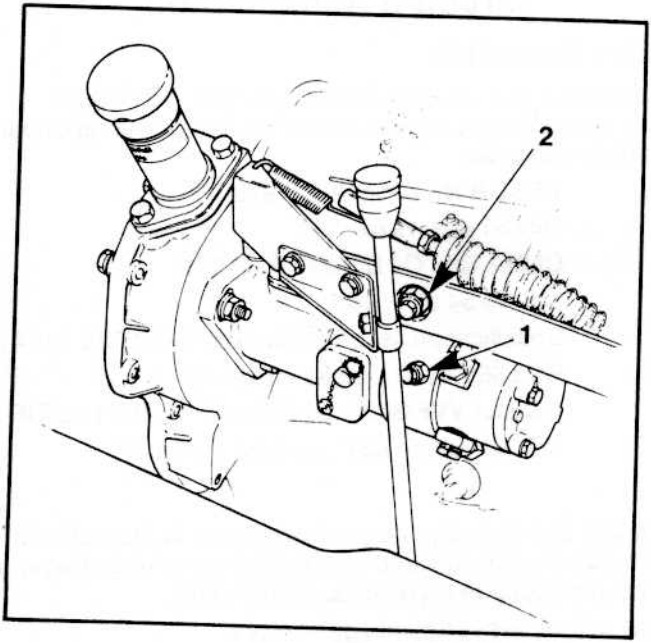
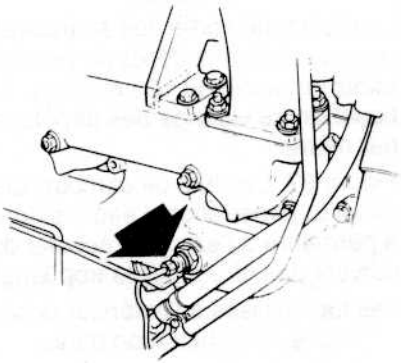

fig 63
fig 64
2. Actionner le levier d'amorçage (2) de la pompe d'alimentation jusqu'à ce que le combustible sorte du raccord sans bulles d'air. Resserrer le raccord.
3. Figure 63. Desserrer le bouchon de purge inférieur (1) sur la pompe d'injection, et actionner la pompe d'alimentation jusqu'à ce que le combustible qui sort du bouchon soit exempt de bulles d'air. Resserrer le bouchon.
4. Desserrer le bouchon de purge supérieur (2) sur la pompe d'injection, et actionner la pompe d'alimentation jusqu'à ce que le combustible qui sort du bouchon soit exempt de bulles d'air. Resserrer le bouchon.
6. Desserrer le raccord de la tubulaire d'alimentation à hauteur du Thermostat (figures 64 et 65), et actionner la pompe d'alimentation jusqu'à ce que le combustible s'écoule de la tubulure sans bulles d'air. Resserrer la tubulure.